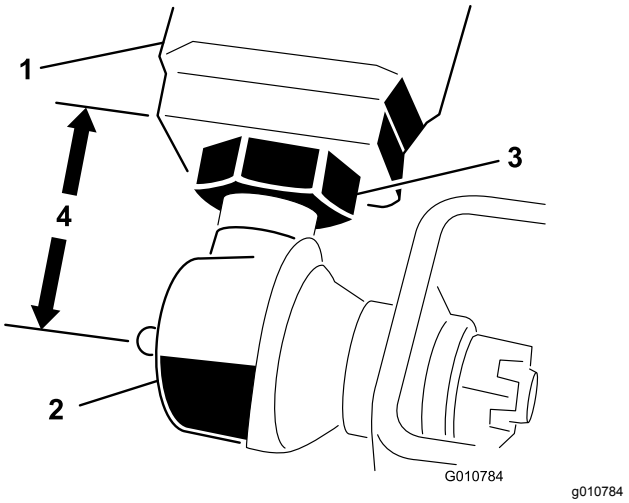

Figuur 6
2. Meet de afstand vanaf het uiteinde van elke hefarm tot het midden van de kogelverbinding (smeernippel). Deze afstand moet 57 mm bedragen (Figuur 6).